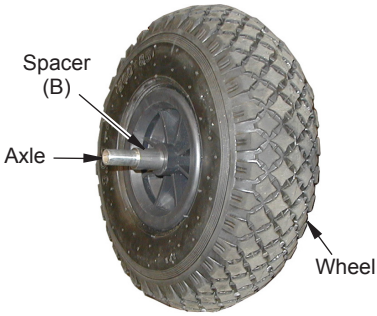

Figure 6 - Wheel and Axle
6. Insert axle through wheel. Slide one spacer (B) onto each end of wheel axle. See Figure 6.